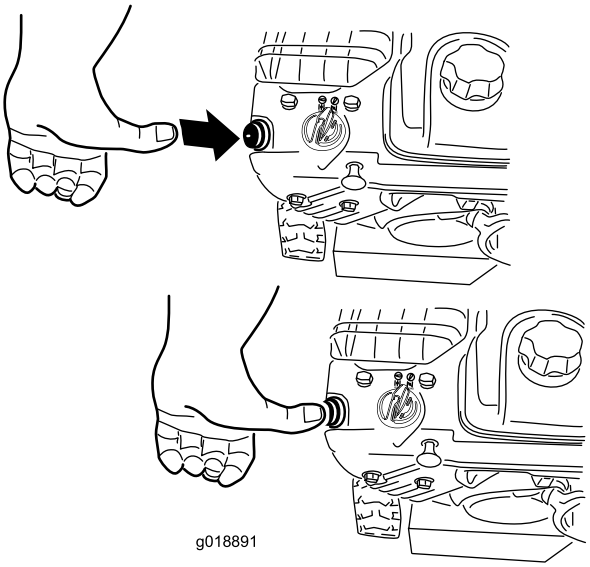

Rysunek 23
4. Mocno naciśnij pompkę kciukiem 2 razy (powyżej -9°C) lub 4 razy (poniżej -9°C), za każdym razem przytrzymując pompkę wciśniętą przez sekundę (Rysunek 23).